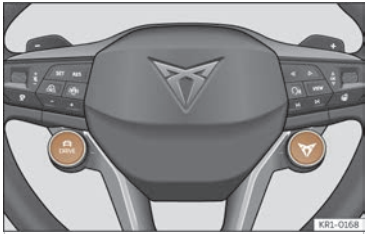

**Fig. 110** Multifunction steering wheel: DRIVE and CUPRA buttons for selecting and changing the drive profile.
- **OR:** Press the [1] button on the multifunction steering wheel >>> **Fig. 110** to activate the **Cupra** drive profile.
- **OR:** Repeatedly press the [1] button on the multifunction steering wheel >>> **Fig. 110** to switch between drive profiles.